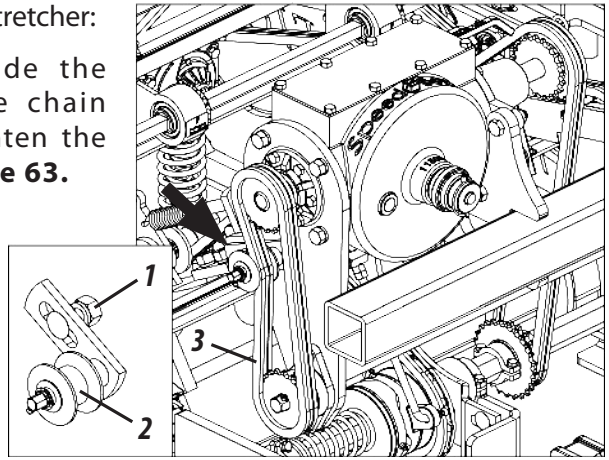

Figure 63
CHAIN STRETCHER (FIGURE 63)
1- Loosen the nut (1), slide the stretcher (2) adjust the chain tightness (3). Then retighten the nut (1), **as shown in figure 63.**